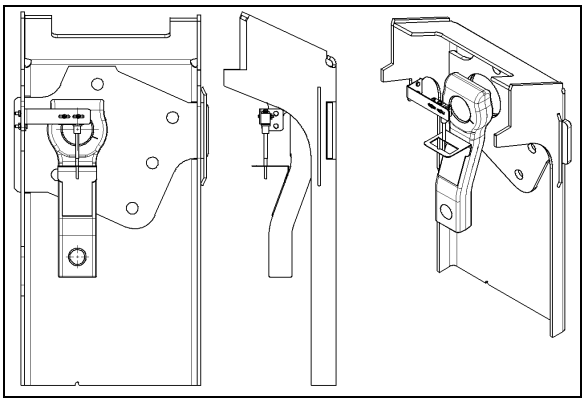

**FIGURE 21: TAG AXLE UNLOADING SWITCH ADJUSTMENT**
2. Line up switch lever with reference to the bracket center (Refer to Figure 21).